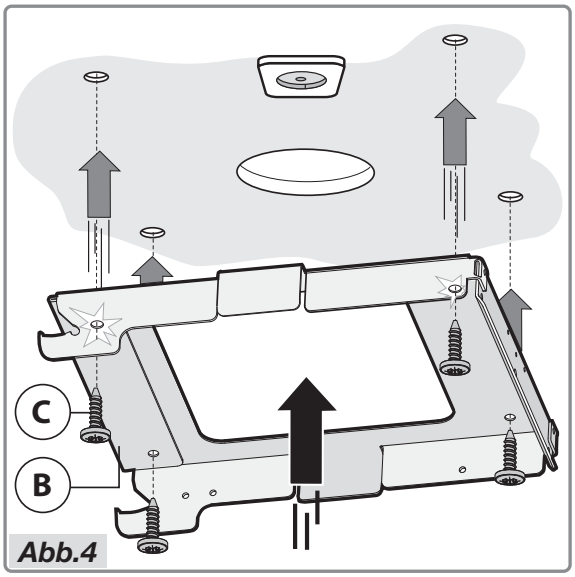

Abb.4
- Befestigen Sie den Bügel **B** mit den vier Schrauben **C** an der Decke (Abb.4).